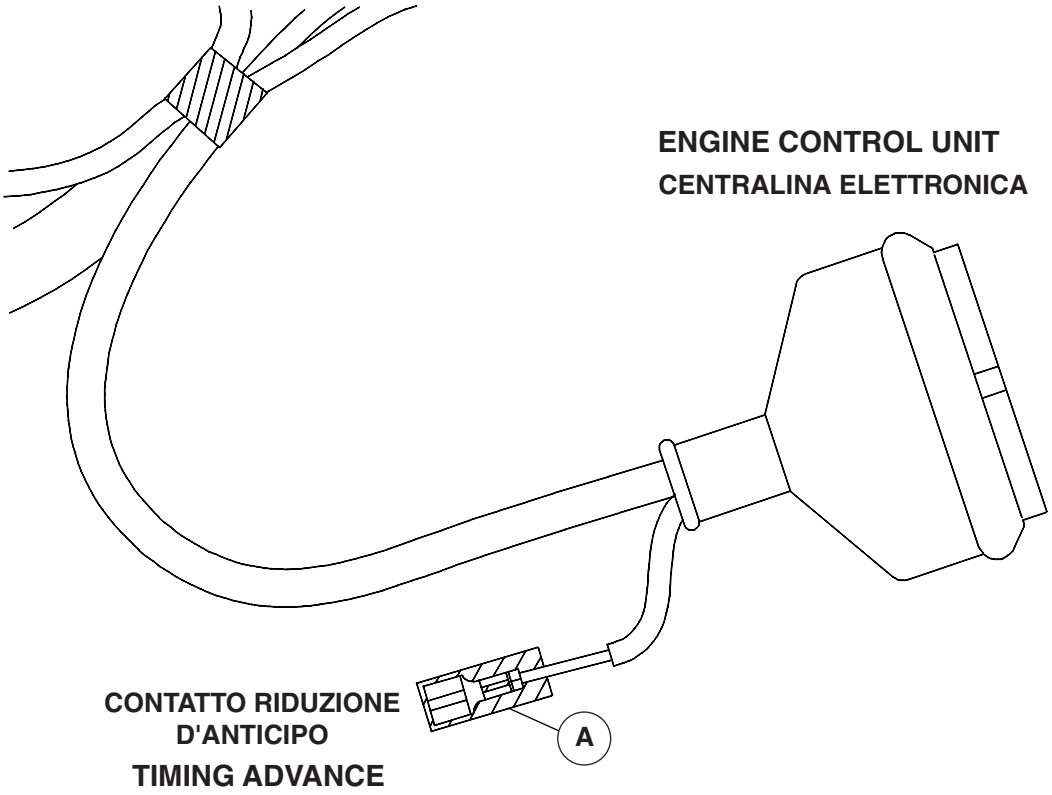

Fig. 07-10
- In caso di necessità è possibile ridurre di 2° l'anticipo ad altri regimi (non al minimo) collegando il cavo "A" indicato in fig. 07-10 a massa.
- If necessary, you can reduce the timing advance by 2° at other speeds (not idle speed) by connecting cable "A" shown in fig. 07-10, to ground.